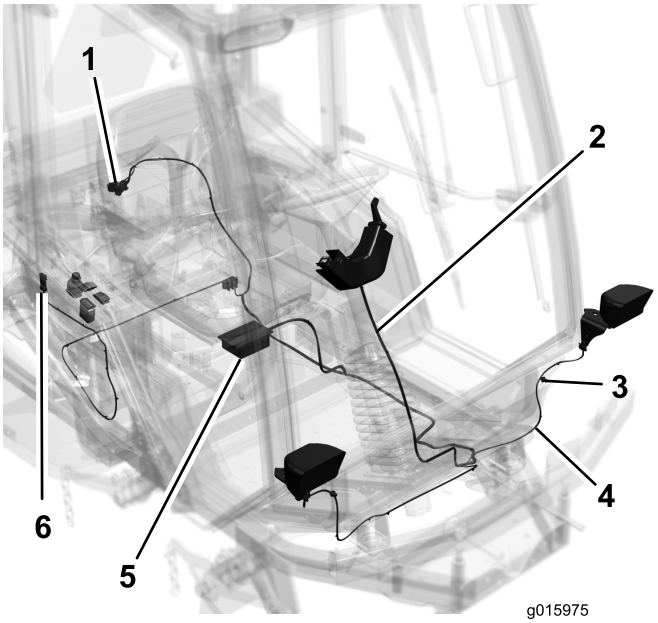

Figure 14
- Route the left and right head light harness connectors along the front of the platform to each head light (Figure 14).
- Plug the harness connectors into the head lights and the harness clips into the holes in the head light brackets (Figure 14).